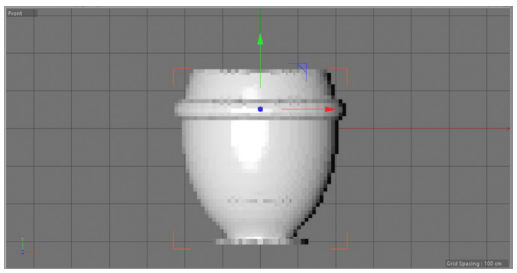

Figure 3-145 *Voxel objects displayed*
6. Select *vase* in the Object Manager. Next, press and hold the left mouse button and then drag it on *Volume Builder*; *vase* is connected to *Volume Builder*. Next, select *ring* in the Object Manager and press and hold the left mouse button and then drag it on *Volume Builder; ring* is also connected to *Volume Builder.* Notice that *vase* and *ring* turn white and both objects are converted into voxel objects, refer to Figure 3-145.